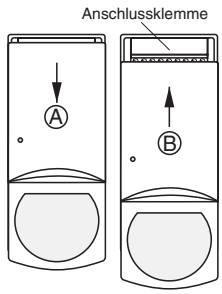

Abb. 2
- **Gehäuse schließen** (Abb. 2)